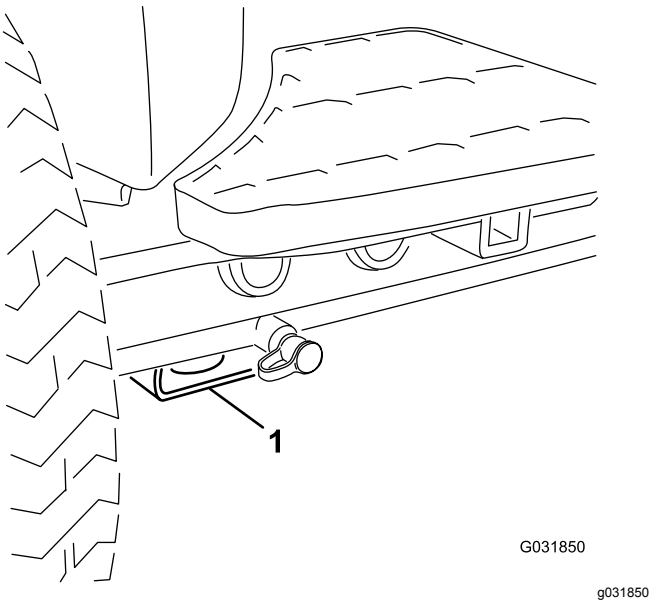

Figur 43
- Foran – rektangulær plate under akselrøret, innenfor hver av de fremre festepunktene (Figur 43).